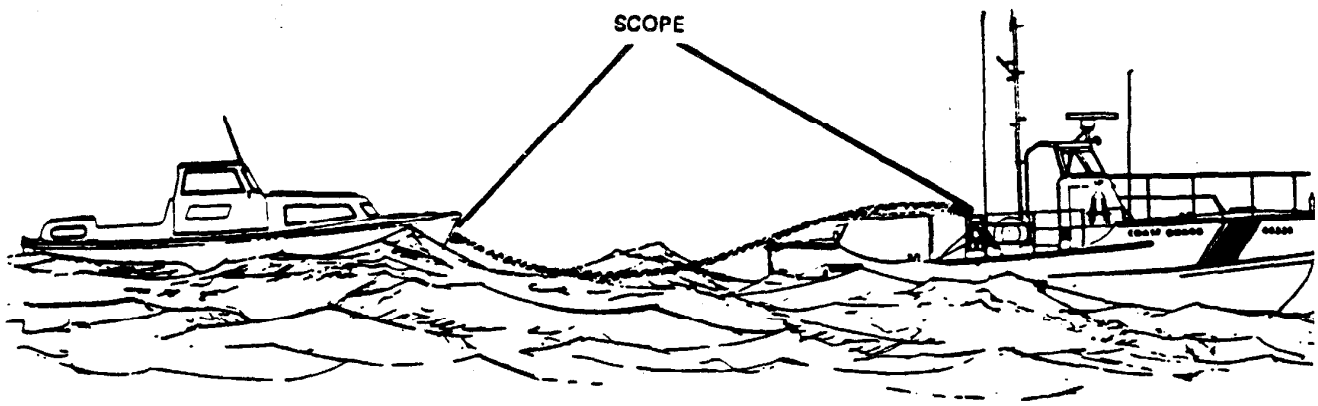

Figure 12-27 Towline Catenary
(1) Increase speed slowly to minimize static and dynamic forces. Change direction slowly and ONLY after headway has been gained. If possible have the towed boat assist in all heading changes by steering on your stern.
(2) Develop and maintain a proper length in the towline. The dipping of the towline is referred to as catenary. While catenary effects provide the "elasticity" in wire rope and chain, double braided nylon rope is elastic within itself. The elasticity of the nylon increases as the load increases. The very nature of the line and its scope act as a shock absorber. (See Figure 12-27).